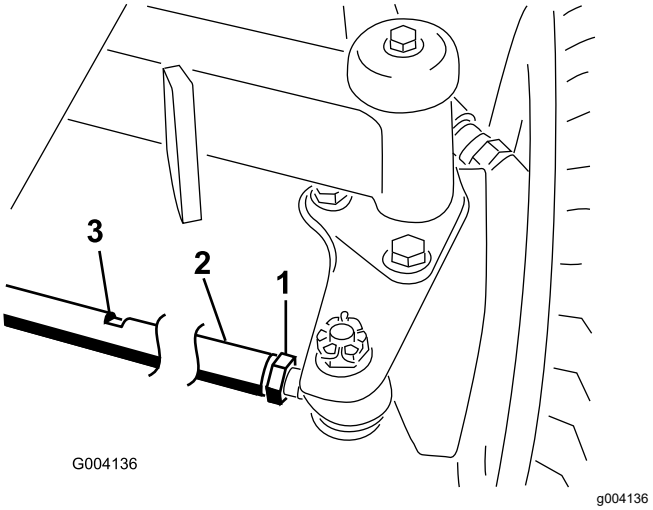

Figuur 134
1. Draai de contramoeren aan de uiteinden van de trommel van de tractiestang los (Figuur 134).